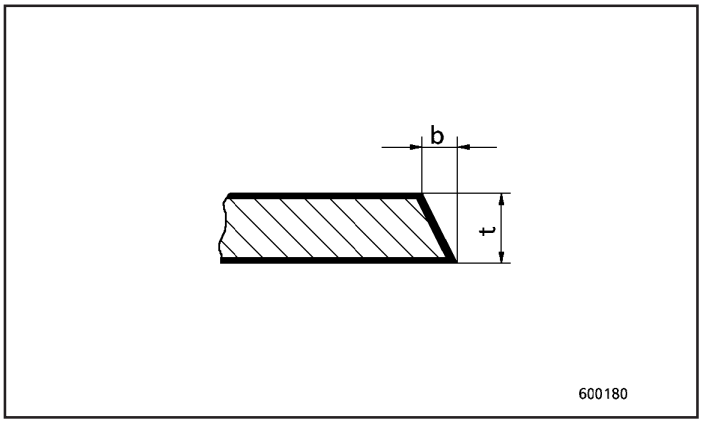

Fig.69
1. Faça um chanfro a 10° para solda. A largura “b” (Fig. 69) pode ser obtida na tabela da Figura 70 abaixo.